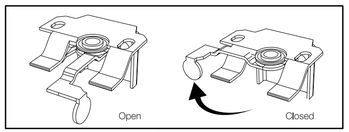

Figure 3
(3). Turn wing lever to the left to secure the brackets and lock the headrail in place. (see figure 3)